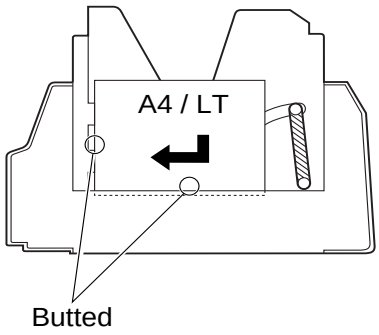

Figure 5-104 (top view)
4) Place a single sheet of A4 or LT copy paper in the bin as shown in Figure 5-104.